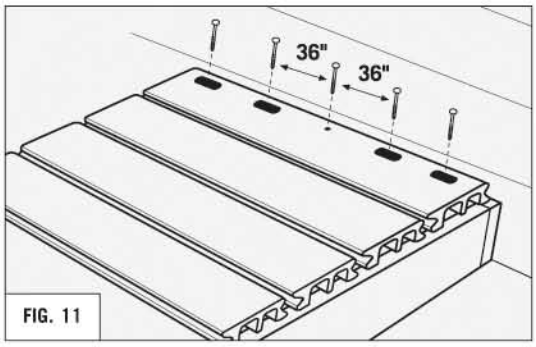

FIG. 11
- Pre-drill and screw deck board into lumber from top surface. Attach the deck board with screws spaced 36" apart. To avoid complications from expansion/contraction slot all holes, except the center hole. **(REFER TO FIG. 11)**